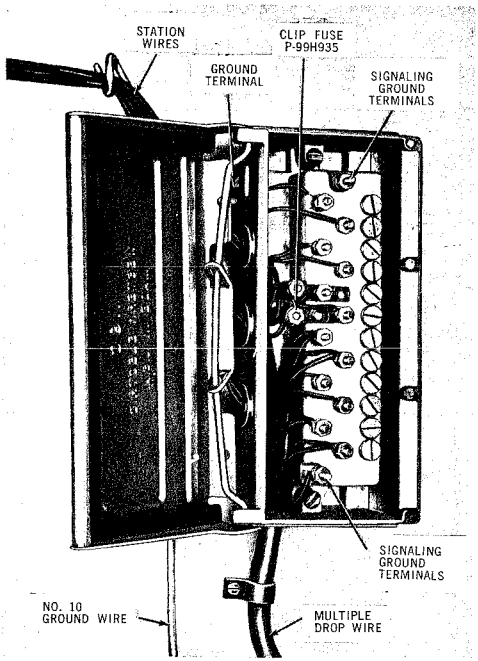

Fig. 3 — 116C Protector (Outdoor)
2.03 *116C Fuseless Protector* (Fig. 3) is arranged for fastening to mounting surface without requiring a separate mounting bracket. The signaling ground terminals are located at each end of the terminal block. It is equipped with 2A1A-3 mil. protector units.